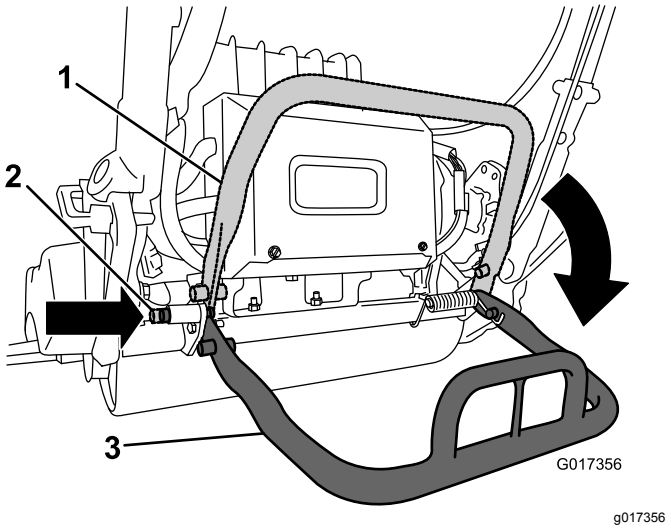

Figur 30
- For at forhindre maskinen i at vippe bagover, når knivcylinderen fjernes, skal støttebenet sænkes og låsestiften skubbes ind for at låse støttebenet i positionen SERVICE (Figur 30).